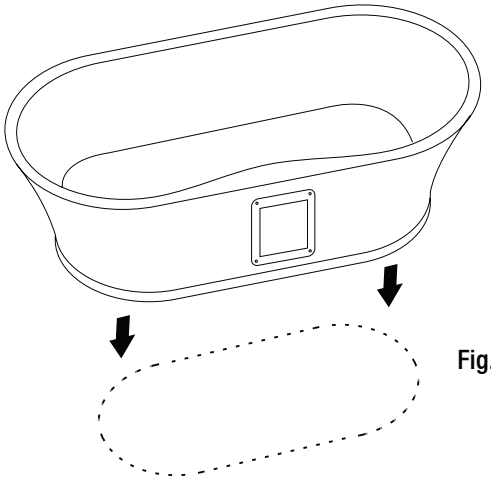

Fig. 4
- Mettre soigneusement la baignoire sur pied et la déposer dans son emplacement définitif. Avec un crayon non permanent, tracer le périmètre inférieur de la baignoire en dessous de la zone du panneau d'accès, Fig. 4.